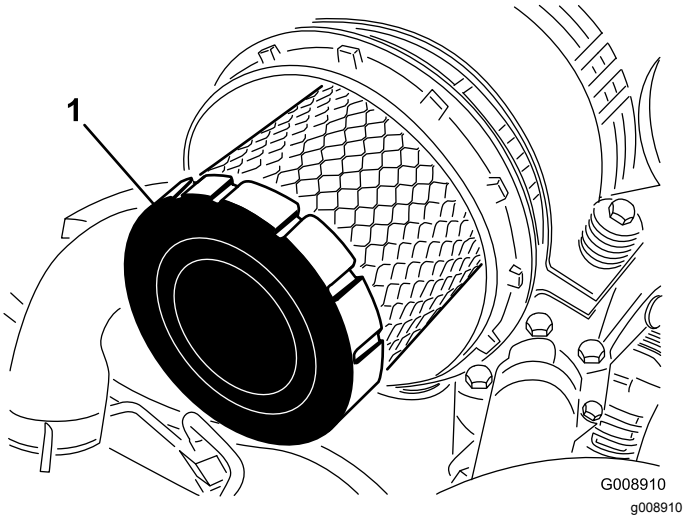

Figur 80
4. Ta av hovedfilteret (Figur 80).